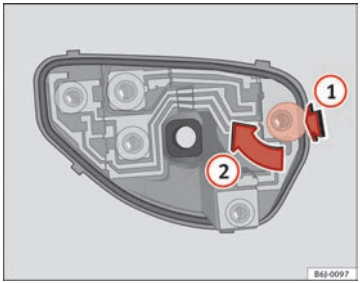

Fig. 153 Changing bulbs on tail lights
– When the bulb holder has been removed, press in the direction of the arrow (1) and at the same time, turn in the direction of the arrow (2) ⇒ fig. 153 ■